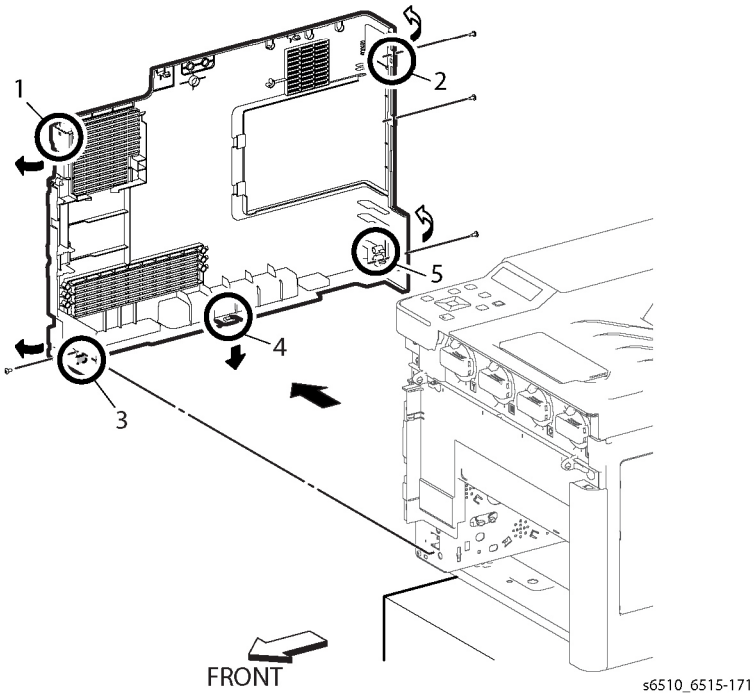

Figure 1 Remove the Left Side Cover (SFP)
9. Refer to Figure 1 to remove the four screws (silver, M3x6mm) attaching the Left Side Cover.